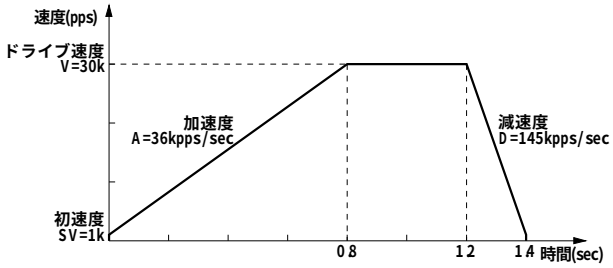
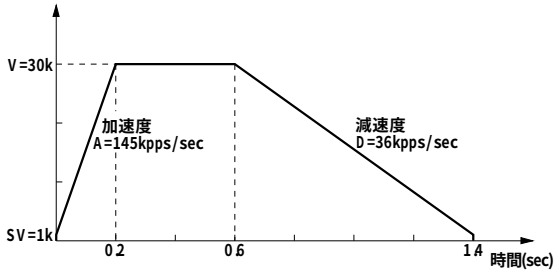

図2.10　非対称直線加減速ドライブ（加速度＜減速度）
図2.11　非対称直線加減速ドライブ（加速度＞減速度）
本ＩＣは、このように加速度と減速度の異なる非対称直線加減速の定量ドライブにおいても自動減速させることができます。あらかじめ計算によってマニュアル減速点を設定しておく必要はありません。図2.10は、加速度より減速度が大きい例、図2.11は減速度より加速度が大きい例ですが、このような非対称の直線加減速においても、出力パルス数Ｐと、各速度パラメータ値から減速開始点をＩＣ内部で算出します。
・ 加速度＞減速度（図2.11）の場合、加速度と減速度の比率に次のような条件があります。
・ 加速度＞減速度（図2.11）の場合、加速度Ａと減速度Ｄの比率が大きくなればなるほど引きずりパルスが多くなります（Ａ／Ｄ＝１０倍で最大１０パルス程度）。引きずりパルスが問題になる場合には、①初速度を上げる、②加速カウンタオフセットにマイナス値をセットする、等で対処します。